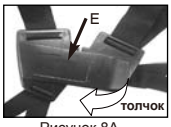

Рисунок 8A
1. Наплечные ремни должны находиться у вас на плечах. **ПРИМЕЧАНИЕ.** Потяните черную ленту (E), чтобы быстро расстегнуть ремни на операторе в случае экстренной ситуации (рис. 8A).